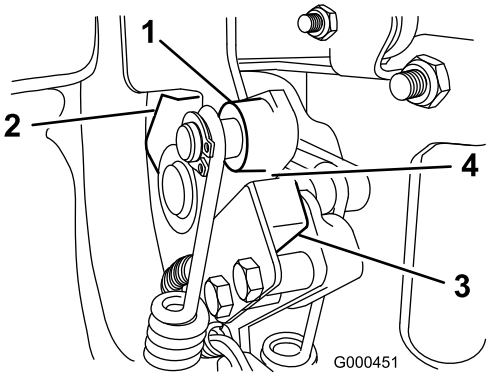

Figure 32
2. Engagez le levier de commande de déplacement jusqu'à ce qu'il touche la butée de point mort (Figure 32).
3. Desserrez les fixations du contacteur de sécurité (Figure 32).
4. Placez une cale de 0,8 mm entre le levier de commande de déplacement et le contacteur de sécurité (Figure 32).